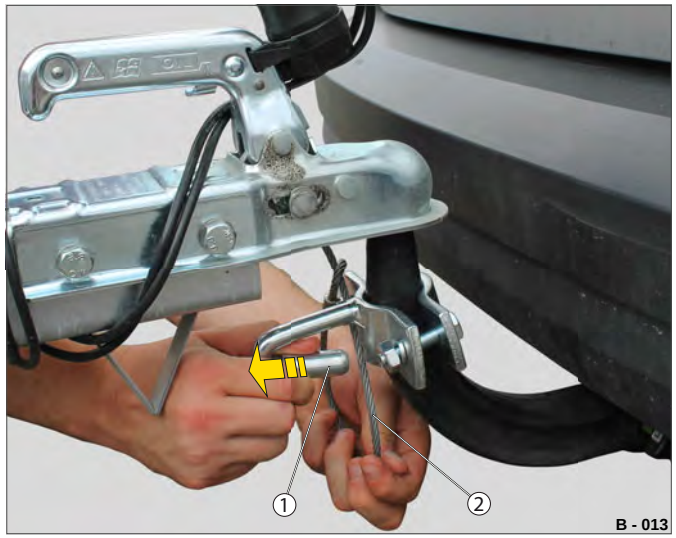

Fig. 11 Anbringelse af fangwire
▶ Træk i lukkeanordningen (Fig. 11 /1) på klemmeanordningen, og læg samtidig fangwiren (Fig. 11 /2) ind som en løkke.